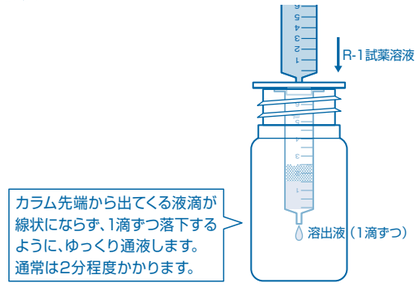

図6
⑥⑤のシリンジをコネクタに接続して、試料にR-1試薬溶液を**できるだけゆっくり**通液し、下にセットしたポリビンに受けます。これを溶出液とします。(図6)